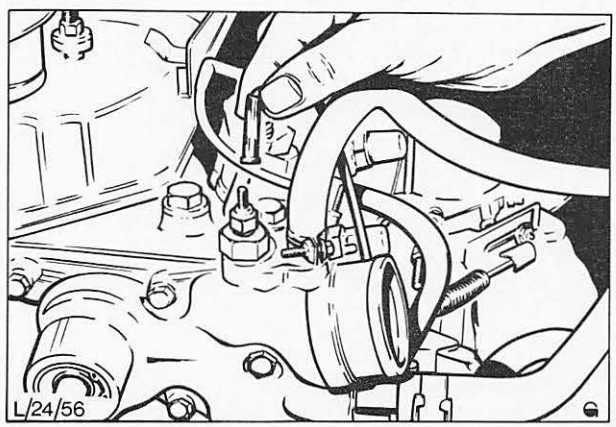

Abb. 37 Kabel an Temperaturfühler anschließen
19. Kabel wieder an Temperaturfühler anschließen, Abb. 37.